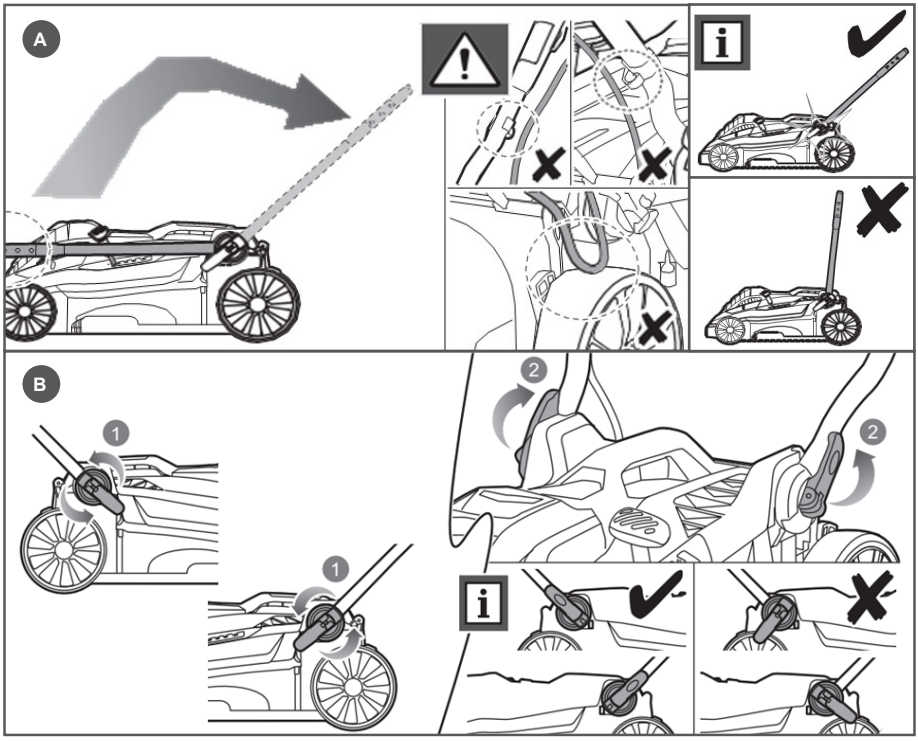

Рис. 3 Установка стойки рабочей рукоятки
- Установите стойку рабочей рукоятки в положение как показано на рис. 3А;
- Закрепите стойку гайками крепления 1, поворачивая их против часовой стрелки, и зажмите рычагом 2 (рис. 3В).